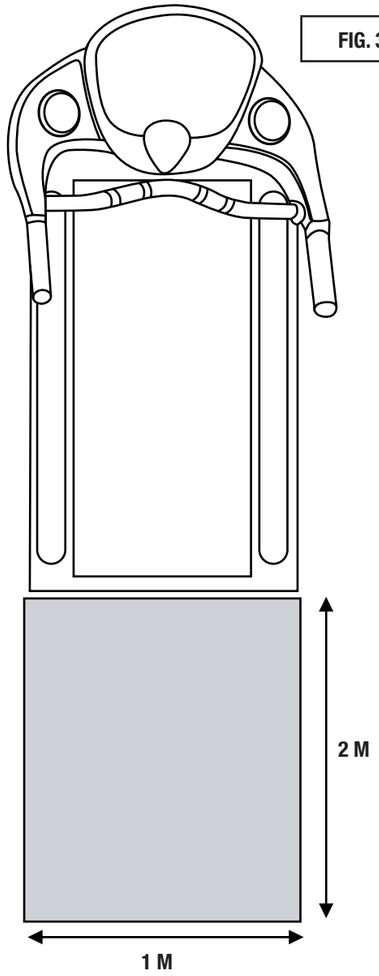

FIG. 3
- **Nella parte posteriore del tappeto, si deve mantenere una distanza dalla parete di almeno 2 m. Per ragioni di sicurezza, l'area compresa tra il tappeto e la parete (vedi Fig. 3) deve rimanere completamente libera dal deposito di qualunque oggetto o altri attrezzi.**
Dopo che avete assemblato l'attrezzo, fate attenzione a lasciare dello spazio libero attorno, affinchè gli esercizi siano fatti in totale libertà. FIG. 3.